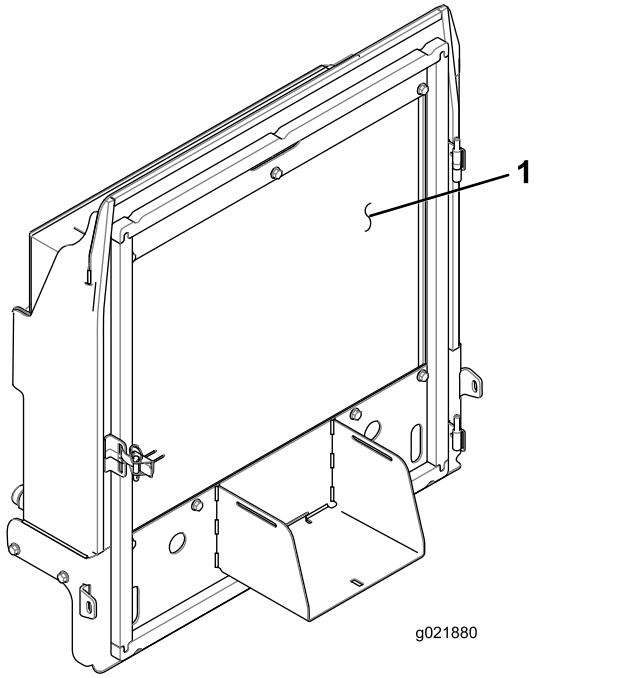

Figur 96
4. Rengør begge sider af køleren/oliekøleren grundigt med trykluft (Figur 96).